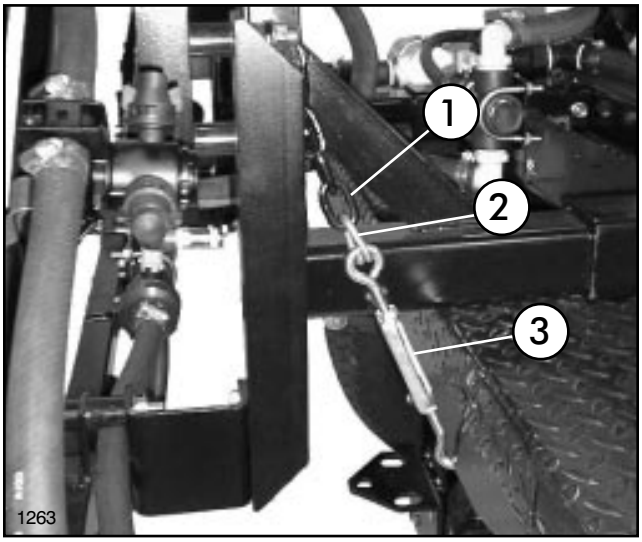

FIG. 17
28. Connect closed end of Turnbuckle to the Lug& Chain using (1) Lap Link. Secure by squeezing Lap Link closed. See FIG. 17.